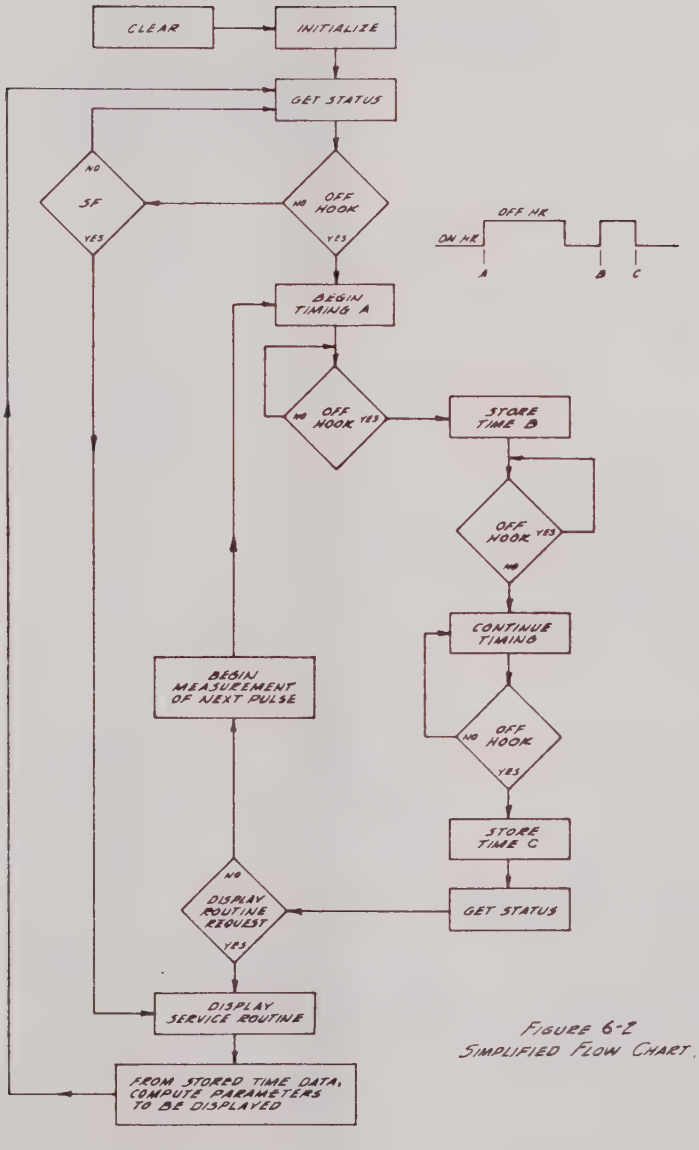

FIGURE 6-2
6.4.02 The CPU Assembly (A25) consists of an 8080 microprocessor, clock generator and buss interface, program PROMS and 512 bytes of program RAM. Refer to figure 8-39 and figure 6-2 as well as the simplified schematic figure 6-8.